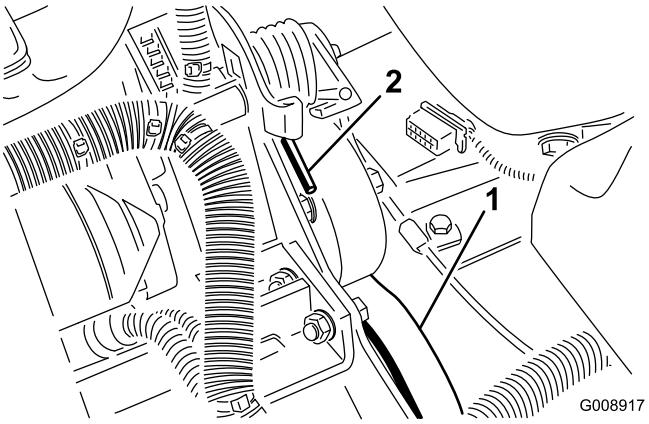

Figur 56
2. Tryk ned og fremad på fjederenden (Figur 56) for at løsne den fra konsollen og løsne spændingen på fjederen.